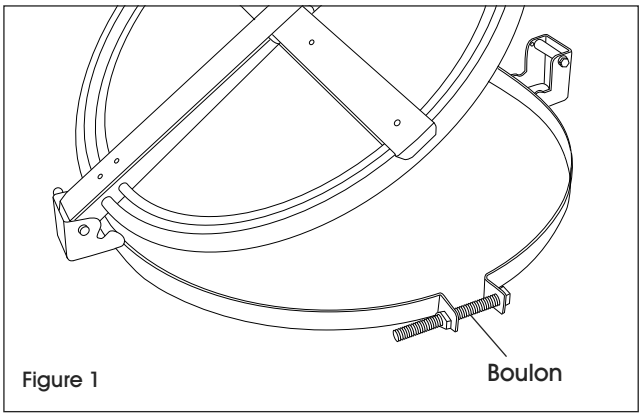

Figure 1
1. Dévissez le boulon situé sur le côté de l'anneau du baril avec la clé à douille de 19 mm. (Voir Figure 1)